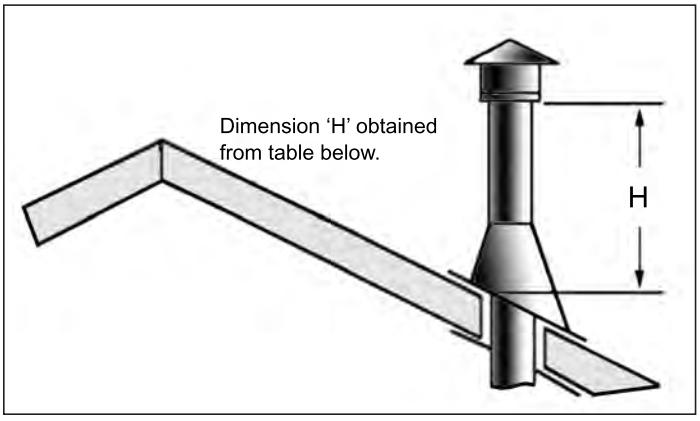

Figure 32: Height of Vertical Termination; Reference Table 7.
STEP 8. Continue to add pipe sections until the height of the vent cap meets the minimum code requirements. Refer to Figure 32 and Table 7. Note that for steep roof pitches, the vent height must be increased. In high wind conditions, nearby trees, adjoining roof lines, steep pitched roofs, and other similar factors can result in poor draft, or down drafting. In these cases, increasing the vent height may solve the problem.
Table 7: Minimum 'H' for Figure 32.